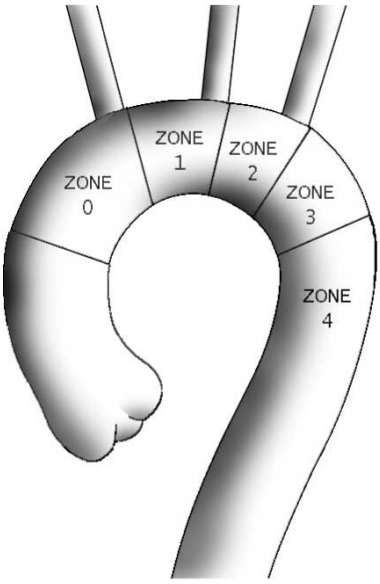

Figura 3. Zone di posizionamento dell'endoprotesi rivestita
- Non posizionare l'estremità prossimale dell'endoprotesi toracica Valiant Navion rivestita oltre l'origine dell'arteria carotide comune sinistra (zona 0 o zona 1). Vedere la figura 3.